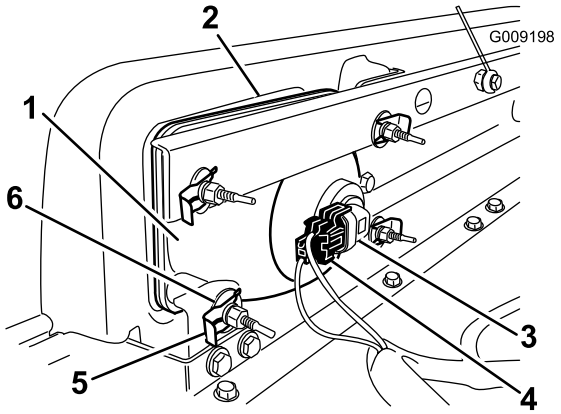

Figur 40
1. Koppla loss kablagets elektriska anslutning från lampenhetens kontakt (Figur 40).
2. Ta bort snabbklämmorna och brickorna som fäster strålkastaren vid strålkastarfästet (Figur 40).
3. Demontera strålkastarenheten genom att flytta den framåt genom öppningen i den främre stötdämparen (Figur 40).
4. För in den nya strålkastaren genom öppningen i stötdämparen (Figur 40). Kontrollera att justerstolparna är inriktade efter hålen i monteringsfästet bakom stötdämparen.
6. Anslut kablagets elektriska anslutning till lampenhetens kontakt (Figur 40).